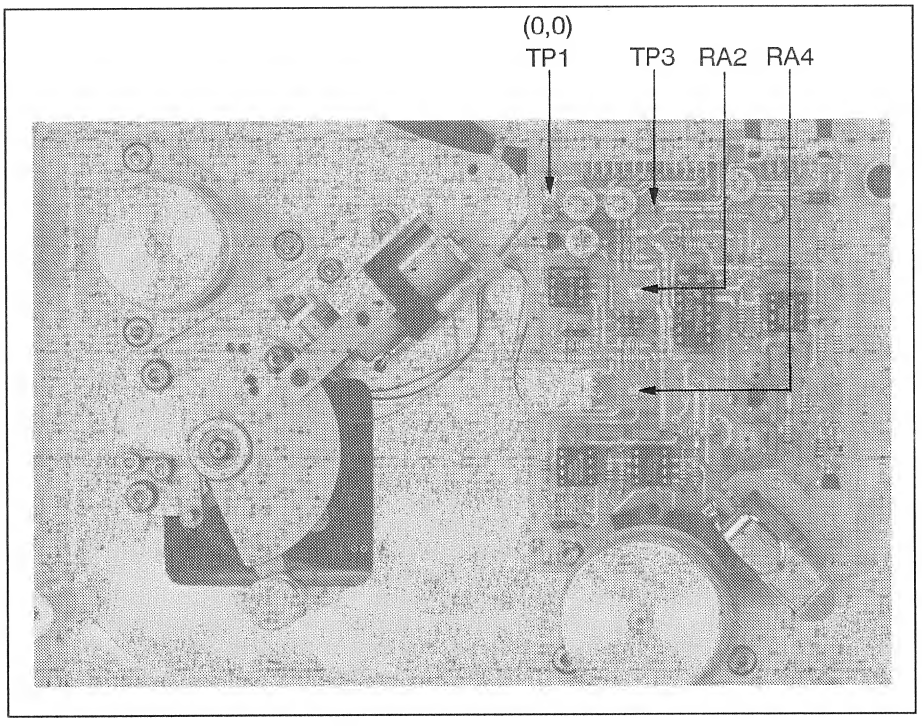

Fig. 3.4.11
Tape Deck Sensor Left und right, siehe Text und Fig. 3.4.11 bzw. 3.4.12.
Siehe Fig. 3.4.11
- Die Spannung am Testpunkt **TP3** muss 1,08V ± 0,05V (DC) (1,2V) sein (siehe Fig.3.4.11)